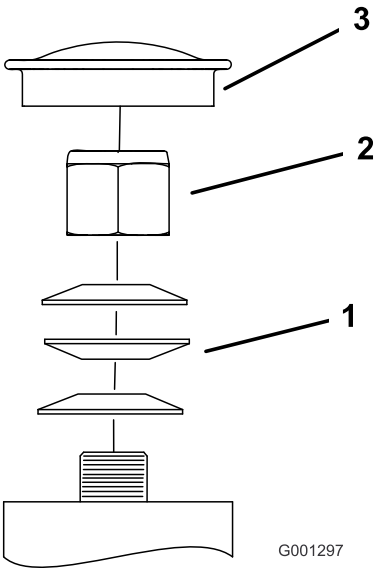

Figura 60
3. Retire el tapón anti-polvo de la rueda giratoria y apriete la contratuerca (Figura 60).
4. Apriete la contratuerca hasta que las arandelas de muelle estén planas, luego afloje la contratuerca 1/4 de vuelta para establecer la pre-carga correcta de los cojinetes (Figura 60).
Importante: Asegúrese de que las arandelas de muelle están correctamente instaladas, según muestra Figura 60.
5. Coloque el tapón anti-polvo (Figura 60).